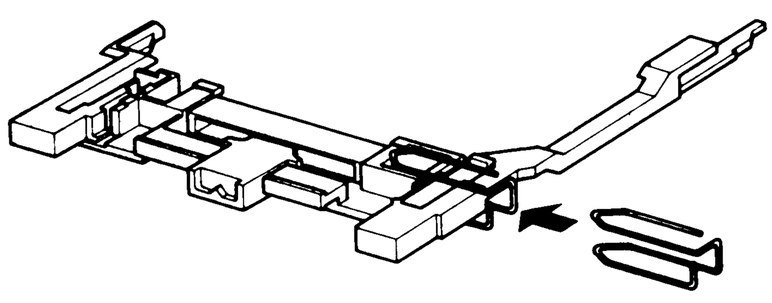

Fig. 12
- Slide a bent paper clip over the FM/MW-key and holder (Fig. 12)
- Insérer un trombone (agrafe) entre la touche FM/PO et le support (Fig. 12).
- Schuif een verbogen papierklem over de FM/MG-toets en de houder (Fig. 12)
- Eine verbogene Papierklammer über die FM/MW-Taste und die Halterung schieben (Abb. 12)
- Inserire un agrafe fra il tasto FM/OM e il supporto (Fig. 12). Fare attenzione chè l'agrafe si mantenga durante l'intervento.